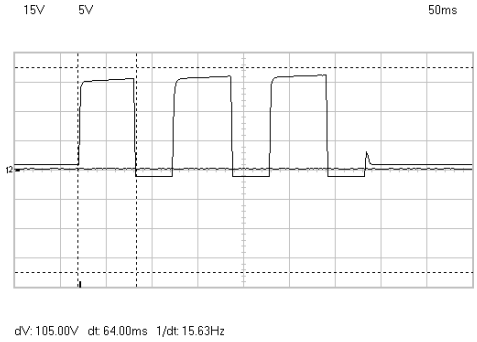

Рисунок 5 – Осциллограмма импульсного набора номера абонента
3. Дана осциллограмма импульсного набора номера абонента (Рис. 5). Определить номер;